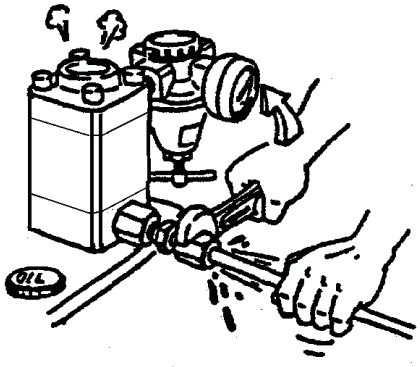

Figure 4.1
(1) Make an air tube with inner min. 6mm.
(2) Regarding the air pressure related equipment (valve, air regulator, or air filter), use the capacity with min. 0.8Nm3/min. per single pump. We recommend the below Tab. 3.1 for air regulator and air filter. If the air regulator lacks the capacity, the air pressure will be fluctuated large and the pump may not work properly.
(3) Select a pressure gauge with vibration proof.
(4) Air bleeding for the pump makes one by one. In case of two pumps used in the unit, make sure to provide a stop valve in the port of air for each pump. (Refer to Fig. 4.1.)